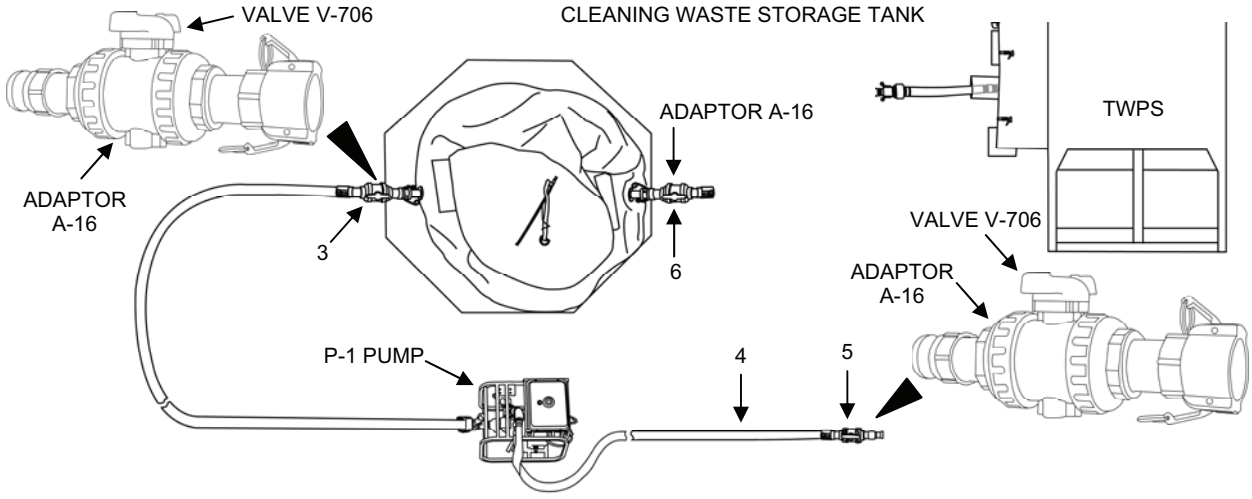

Figure 2. Cleaning Waste Pump-Out Set-Up.
3. Pump out the cleaning wastewater (Figure 2).
b. Close the A-16 adaptor valve V-706 on the cleaning waste storage tank outlet to the pump suction (3).
c. Close the discharge hose A-16 adaptor valve V-706 (5) and the mating A-16 adaptor valve V-706 on the tank inlet (6).
d. Disconnect the hose A-16 Adaptor (5) from the A-16 adaptor on the tank inlet (6).
e. Hold the discharge hose end (4) above pump level to prevent wastewater spillage and remove the A-16 adaptor (5) from the end of the hose.
f. Add hoses to the discharge hose as needed to reach the waste-hauling tank. Connect the A-16 adaptor (5) to the end of the last hose. Leave the V-706 valve closed.
g. Open the A-16 adaptor valve V-706 on the cleaning waste tank outlet (3).
i. Direct the discharge hose A-16 adaptor (5) into the waste hauling tank and slowly open the valve V-706 to discharge the wastewater into the waste-hauling tank.